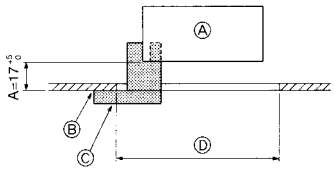

Fig. 10-2
10.2. Preparing to attach the grille (Fig. 10-2)
- With the gauge ③ supplied with this kit, adjust and check the positioning of the unit relative to the ceiling. If the unit is not properly positioned relative to the ceiling, it may allow air leaks or cause condensation to collect.